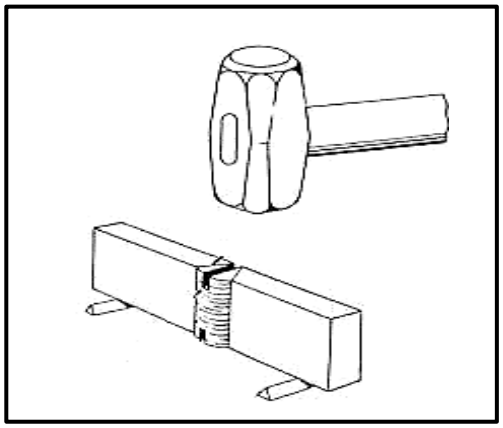

FIGUUR 4.12
4.12 Identifiseer die tipe toets wat in FIGUUR 4.12 hieronder uitgevoer word.